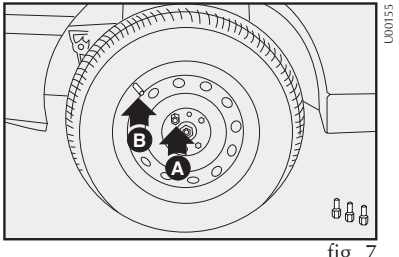

fig. 7
8) Introduzca el primer tornillo **A-fig. 7**, en el orificio más cercano a la válvula de inflado **B**.